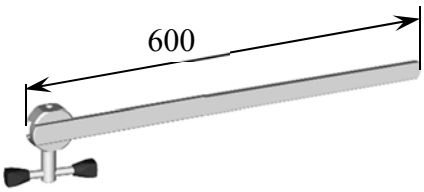

Рисунок 4. Удлинитель боковой планки.
4. Удлинитель боковой планки стола (Рисунок 4) Является дополнением к операционному столу, изготовлен полностью из нержавеющей стали.